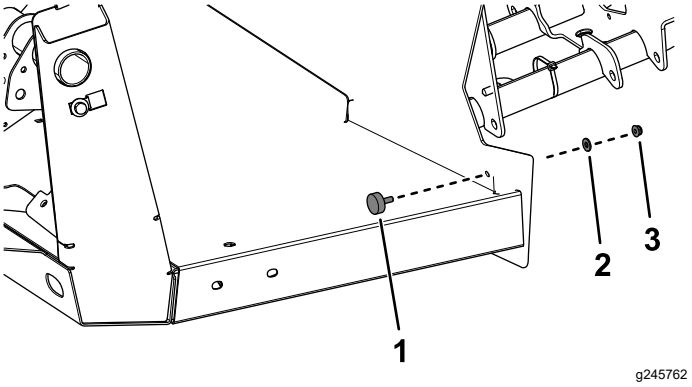

Figur 24
5. Montera ett gummistopp med en bricka och flänsmutter (¼ tum) på vardera sida (Figur 24).